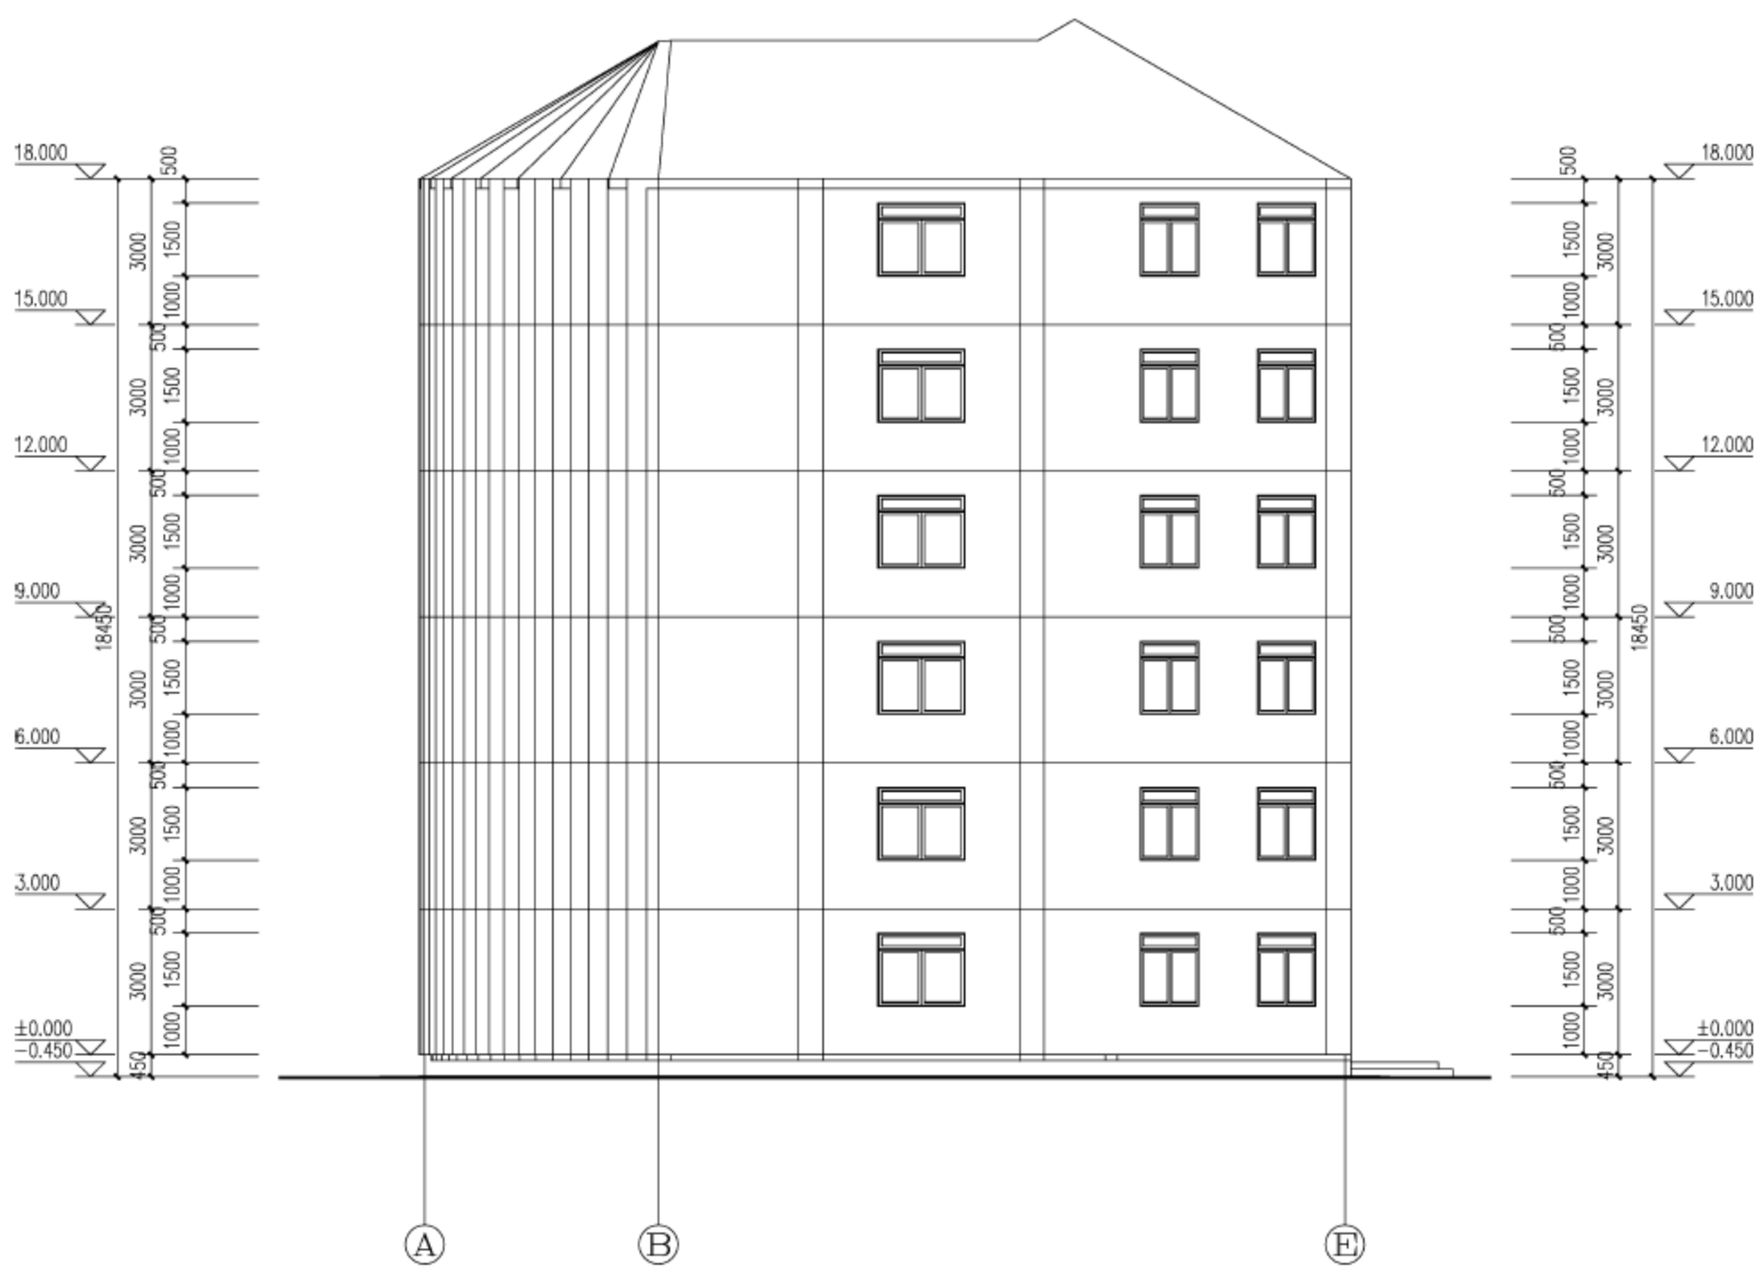

图 17-77　立面图
本节依据一个办公楼实例，运用立面的命令，详细介绍办公楼立面图的绘制方法。办公楼立面图如图 17-77 所示。
在所有平面图都已经绘制完毕后，建立一个工程管理项目(具体见第 11 章)，然后用“建筑立面”命令直接生成建筑立面，生成的建筑立面如图 17-77 所示。
(2) 单击“保存(S)”按钮,即可在指定位置生成立面图,如图 17-77 所示。